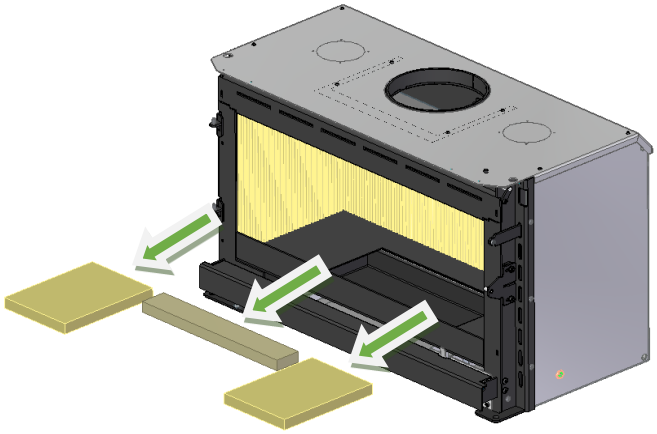

Figura 39 – Remoção do fundo em vermiculite
2. Remova as 3 peças de vermiculite do fundo, deslocando para cima e retirando do equipamento, ver Figura 39.